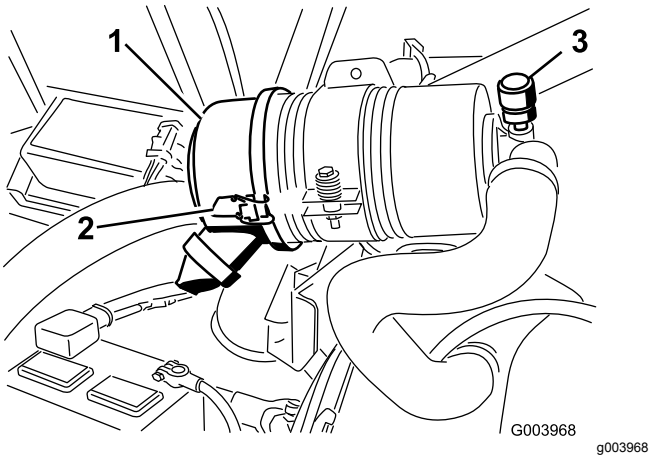

Figur 46
Efterse kun luftfilteret, når serviceindikatoren (Figur 46) viser, at det er nødvendigt. Hvis du udskifter luftfilteret, før det er nødvendigt, øger du blot risikoen for, at der kommer snavs ind i motoren, når filteret afmonteres.
1. Åbn låsene, der fastgør luftfilterdækslet til luftfilterhuset (Figur 46).